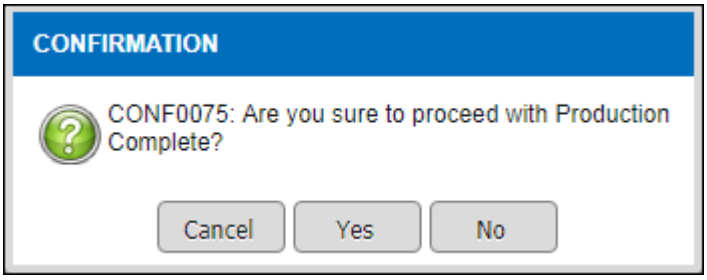

Figure 3.1-27 Save Record Alert Message
- *Alert message will be displayed as per Figure 3.1-27 after clicking on* Production Complete *button.*